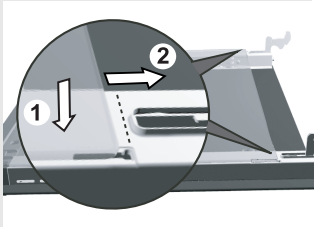

рис. 3
- Вставьте стекло в паз в верхней части дверцы и продвиньте вперед (рис. 3).